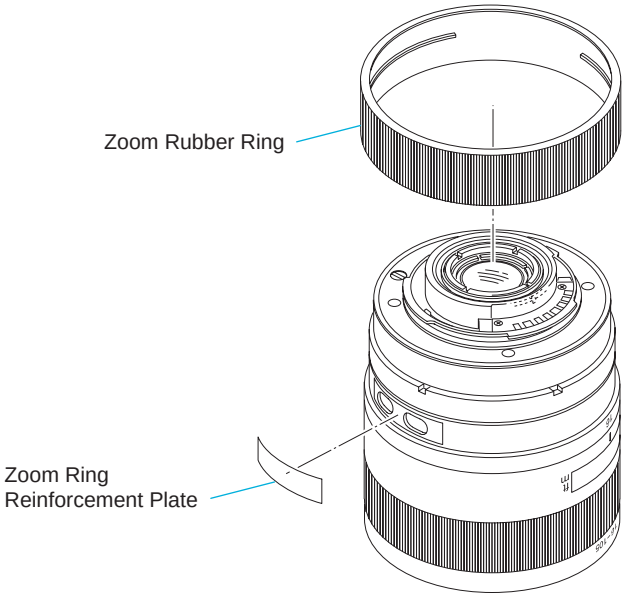

Fig.4-5-1
1) Remove parts indicated in Fig.4-5-1 from the lens unit